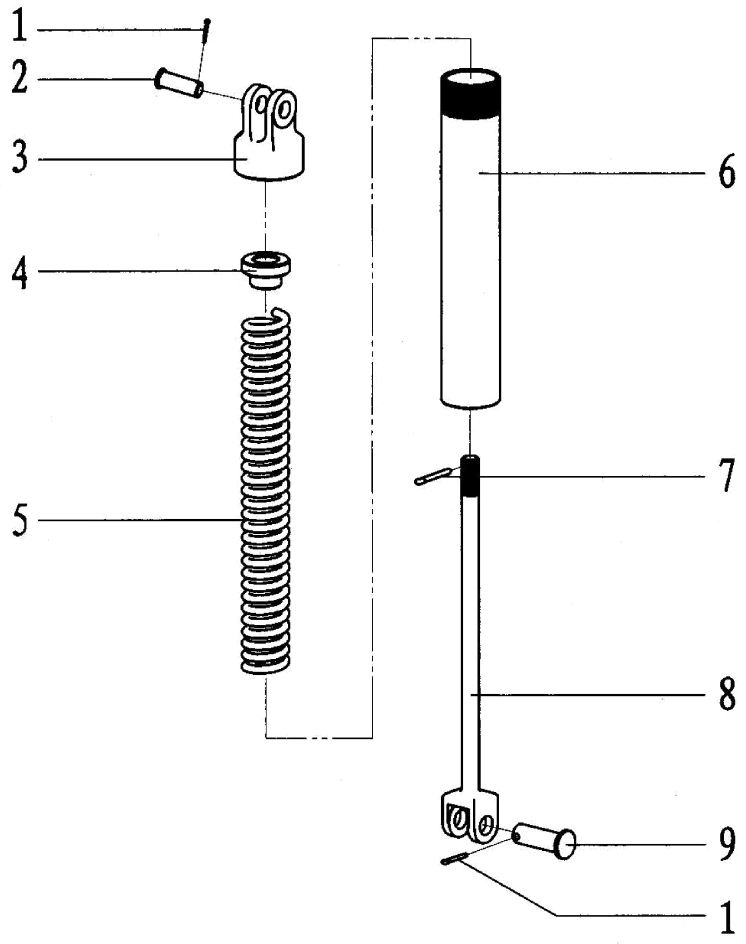

Fig. 12
9.4Hanger assy. and parts list（Fig.12,Table 12）